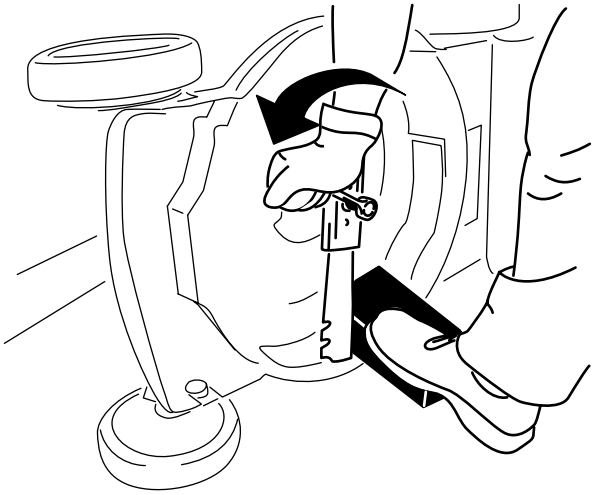

Figuur 38
3. Gebruik een blok hout om het mes stil te houden (Figuur 38).
4. Verwijder het mes en bewaar alle bevestigingselementen (Figuur 38).